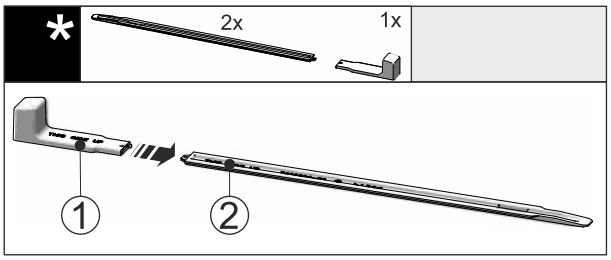

Fig. 54
▶ 将安装手柄 *Fig. 54 (1)* 插到水平导轨 *Fig. 54 (2)* 上。